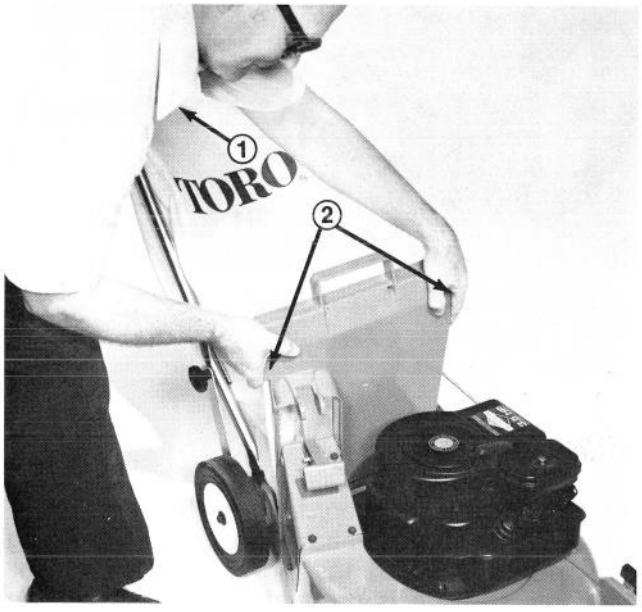

Figure 14
3. Hold front of bag and bag door together and slide door opening frame over projections on outside of mower rear discharge chute (Fig. 14). Check to insure door is forward of projections in rear of discharge chute and bag door is fully down on top of housing.